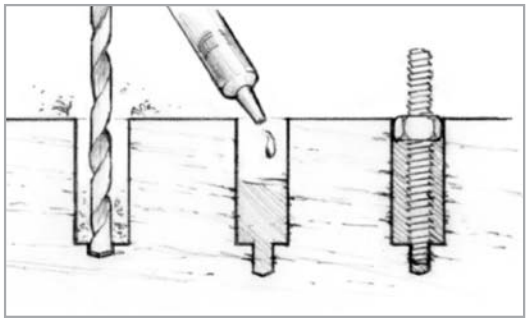

Figure 6-4 *Bond threaded rods or studs into the substrate as an alternative for easily removable hardware.*
2. Place a nut and washer on the studs, wet out the lower ends and push them into the epoxy filled holes. Allow the epoxy to cure thoroughly before tightening the nuts *(Figure 6-4)*.